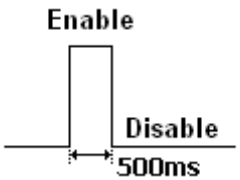
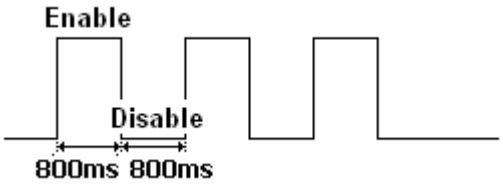
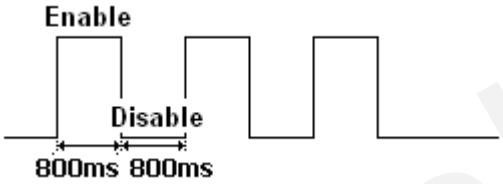

Figure 3: Waveform 2
Figure 4: Waveform 3
Figure 5: Waveform 4
- ✧ <Duration>: Please refer to Figure 3, Figure 4 and Figure 5. Unit is 100ms.
- ✧ <Toggle Times>: Please refer to Figure 3, Figure 4 and Figure 5.